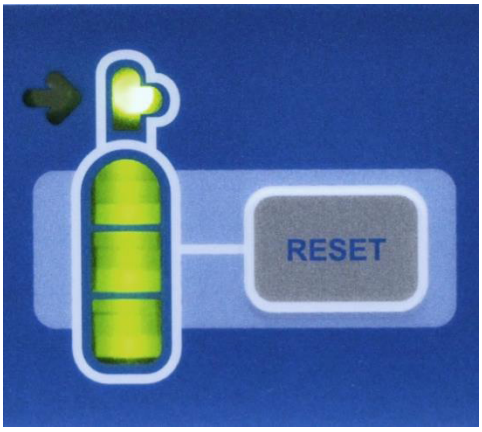

Figura 11: Butonul RESET al manometrului de gaz N_2O
- Uitați-vă la afișajul buteliei de gaz de pe partea din față a unității *cryo*ICE BOX și căutați butonul RESET din partea dreaptă a acestui afișaj; consultați Figura 11.